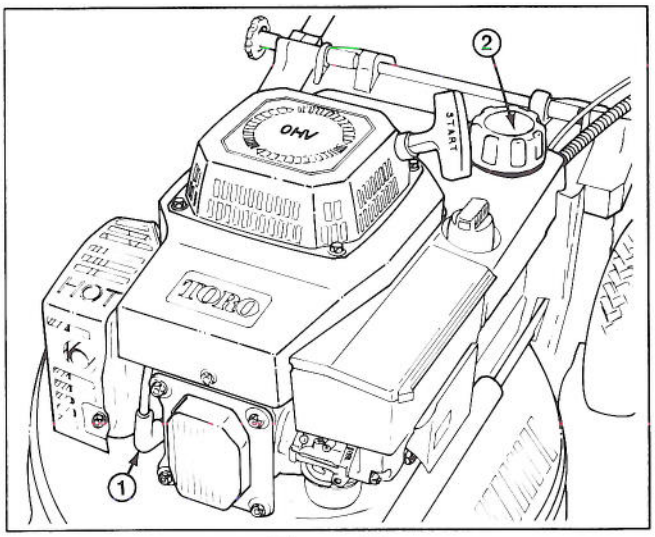

Figure 17
1. Stop engine and wait for it to cool. Pull wire off spark plug (Fig. 17).
1. Stop engine and pull wire off spark plug (Fig. 17). For electric start model, remove key from switch.
2. Remove cap from fuel tank (Fig. 17) and use pump-type syphon to drain fuel into clean gas can.